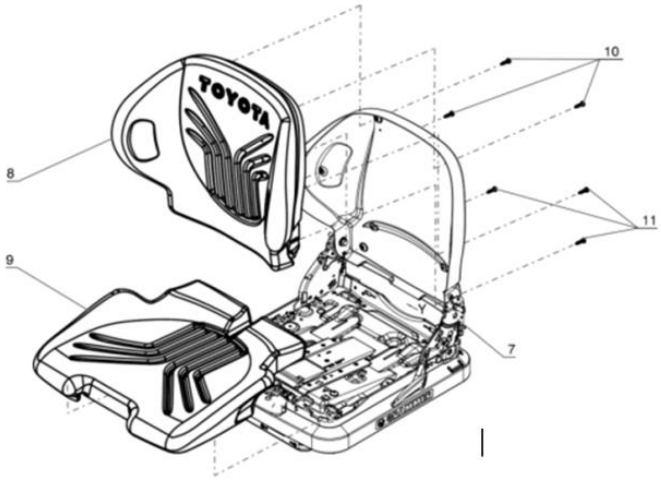

Figure 2.5.2
- For similar parts with different part numbers each part must be listed with position number (*see Figure 2.5.2)*.